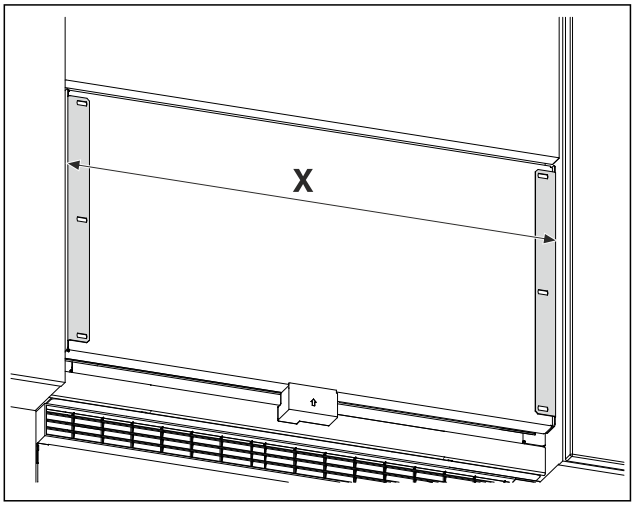

Fig. 27 Beispielhafte Darstellung
▶ Abstand *Fig. 27 (X)* zwischen den Außenkanten der Haltewinkel messen.